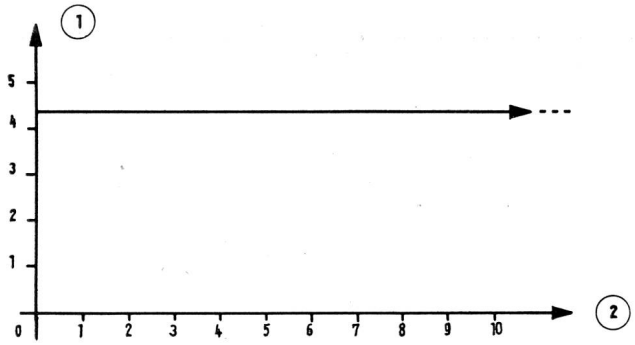

Fig. 98 1 Intensité
**Règle: Un courant continu est toujours égal, de même sens et en principe de même valeur (fig. 98).**